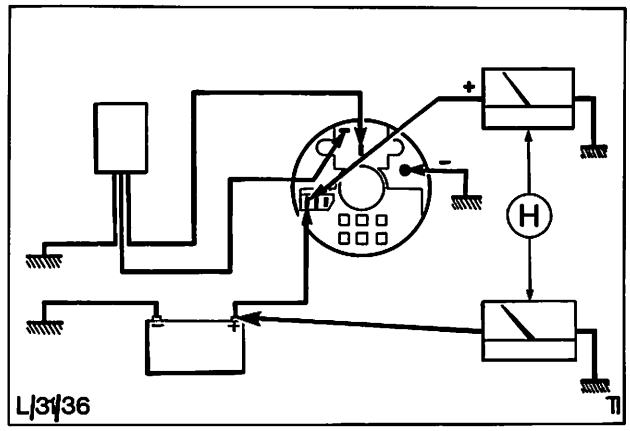

Abb. 72 Spannung an Ausgangs- und Plus-Anschluß prüfen
5. Zündung ausgeschaltet lassen. Spannung an der Ausgangsklemme und am Plus-Anschluß der Batterie prüfen, Abb. 72. Anzeigen am Voltmeter sollen gleich sein. Ist die Spannung der Ausgangsklemme niedriger oder weicht sie vom vorgeschriebenen Wert ab, ist folgendes zu überprüfen: